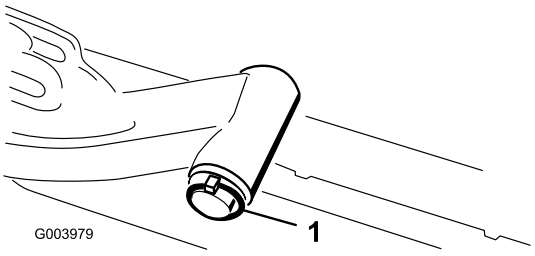

**Figur 8**
A. Fjern den ringstift og spændeskive, der fastgør løftearmens drejeaksel til løftearmen, og skub løftearmens drejegaffel ud af løftearmen (Figur 8).
C. Sæt løftearmens aksel ind i løftearmen, og fastgør den med spændeskiven og ringstiften (Figur 8).